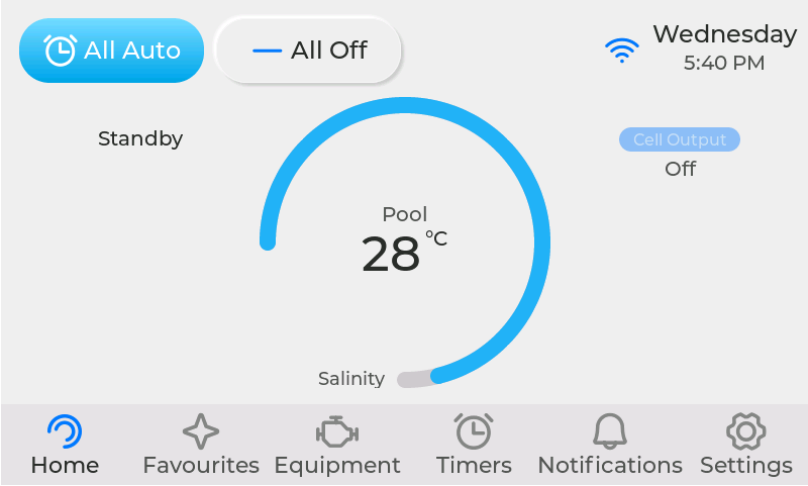

**Figure 5. Home Screen**
- The main status area shows whether Echo is sanitising, filtering, heating, in standby, in manual mode or waiting for the next timer. See *Figure 5*.